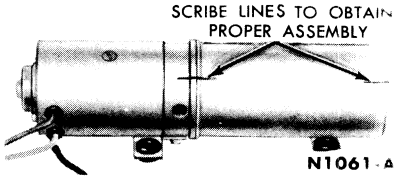

FIG. 22—Reservoir Marked Before Disassembly
2. Scribe lines on the reservoir, pump body, and reservoir cover so that these parts can be assembled properly (Fig. 22).
5. Install a new seal on the center bolt, and install the reservoir and cover on the valve body, using the lines previously scribed as guides (Fig. 22). The cover must be mounted with the embossed lines in a vertical and horizontal position and the filler plug at 10 o'clock position.